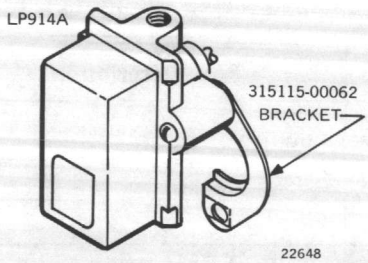

Fig. 6. Bracket for Well-Mounted LP914A.
6. Bracket 315115-00062 — well-mounted LP914A (Fig. 6).